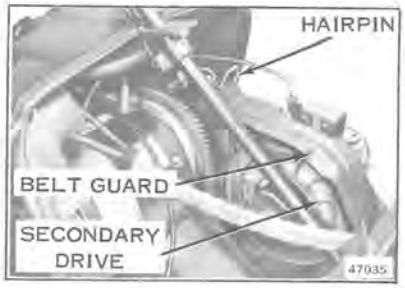

Figure 10-1
a. Pull out two hairpins and remove primary belt guard, Figure 10-1.